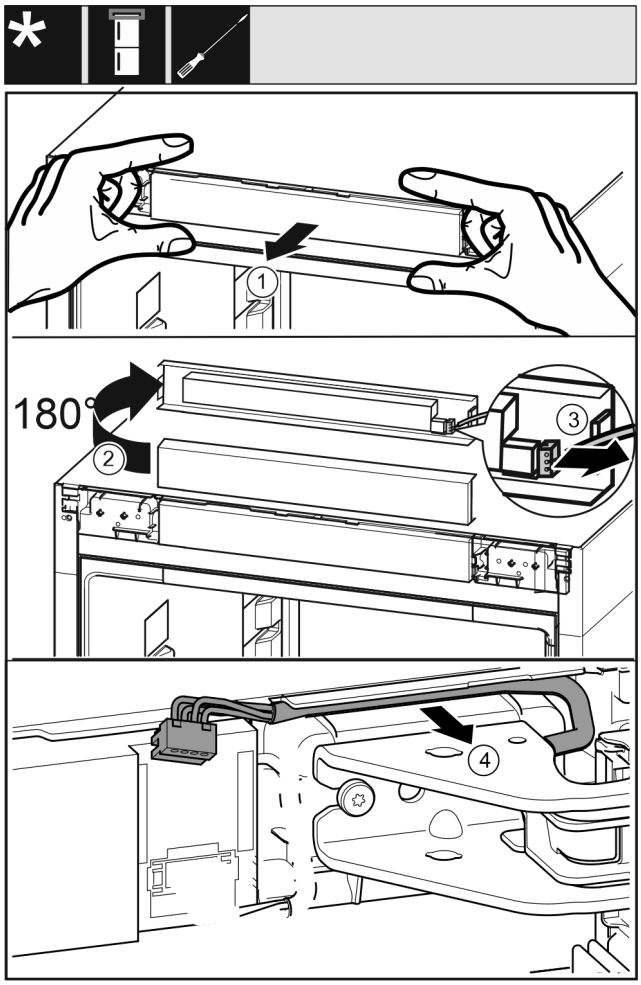

Fig. 18
- ▶ Atbrīvojiet vadības aizsegu *Fig. 18 (1)* uzmanīgi uz priekšu.
- ▶ Pagrieziet vadības aizsegu *Fig. 18 (2)* uz augšu par 180°.
- ▶ Spiediet fiksācijas izcilni *Fig. 18 (3)* uz aizmuguri un uzmanīgi izvelciet spraudni.
- ▶ Atbrīvojiet uzmanīgi kabeli *Fig. 18 (4)* virs gultņa balsta no vadotnes.